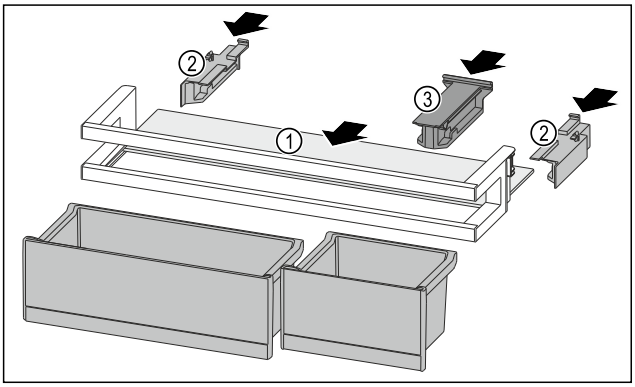

Fig. 205
- ▶ Insérer la tablette de rangement *Fig. 205 (1)* dans les évidements latéraux.
- ▶ Installer les parties latérales *Fig. 205 (2)*.
- ▶ Installer la pièce de retenue *Fig. 205 (3)*.